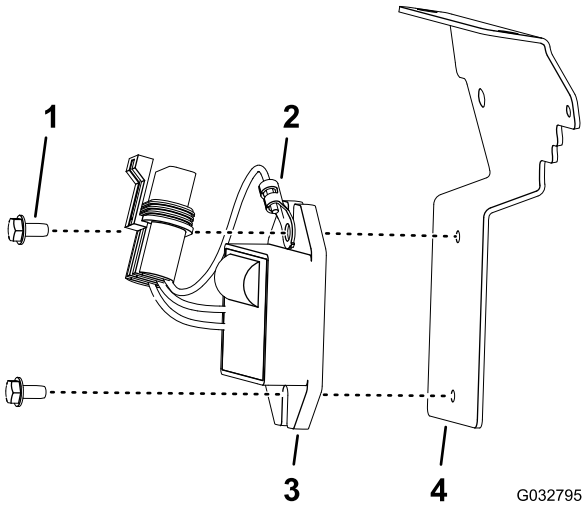

Figuur 4
1. Lijn de aardaansluiting en de openingen in de spanningsregelaar uit met de openingen in de montagebeugel (Figuur 4).
2. Monteer de aansluiting en de regelaar op de beugel; gebruik hierbij 2 flenskopschroeven (Figuur 4).